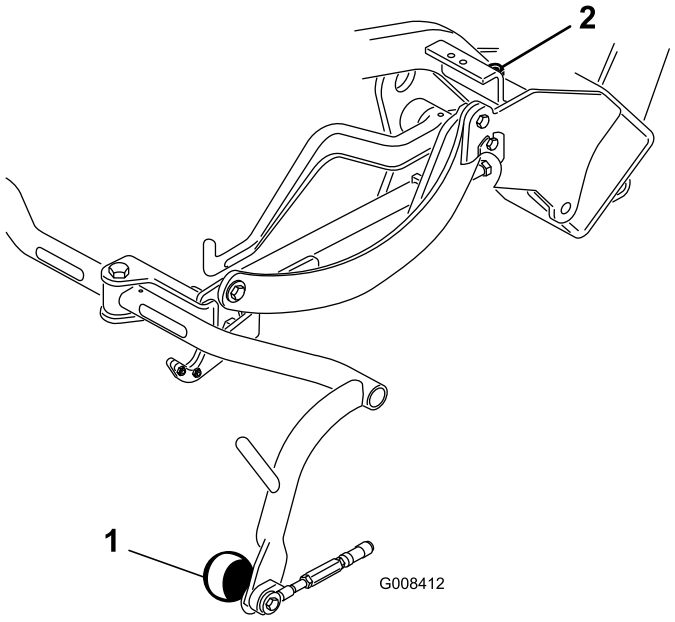

**Figur 9**
3. Lossa på kontramuttern på bärramsstoppskruven (Figur 9) om det krävs en justering, och rotera skruven uppåt eller nedåt för att höja eller sänka bärramen. Dra åt kontramuttern efter justeringen.